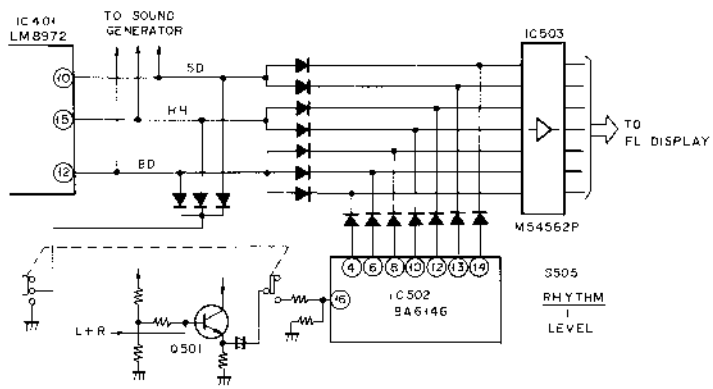

Fig. 7-7 Display circuit
The FL (fluorescent tube) display circuit is shown in Fig. 7-7. S505 is the level meter and rhythm pattern display selector switch. In level meter display mode, an input signal is applied to pin (⑯) of IC502, and following logarithmic compression, an FL drive voltage corresponding to the input level is generated, thereby indicating that level in the FL display.